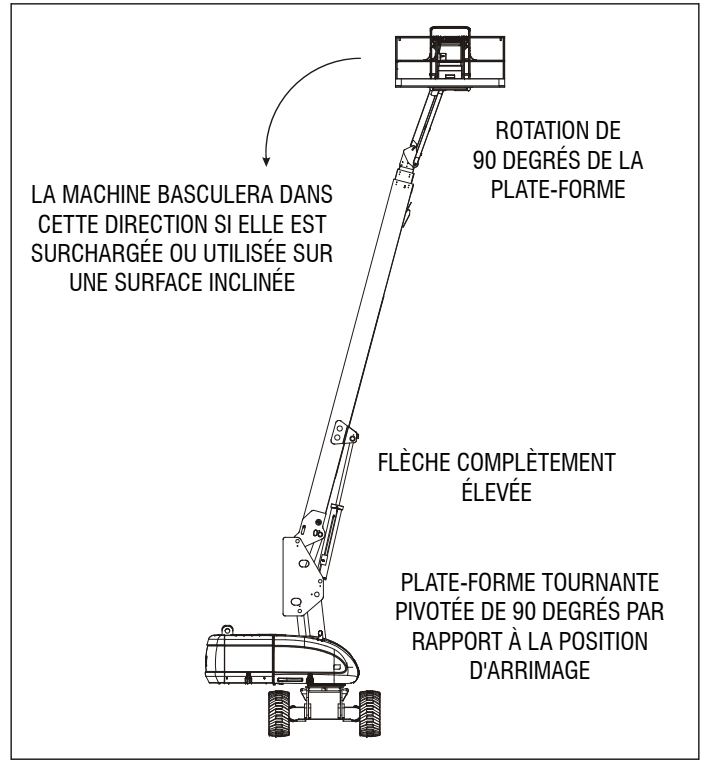
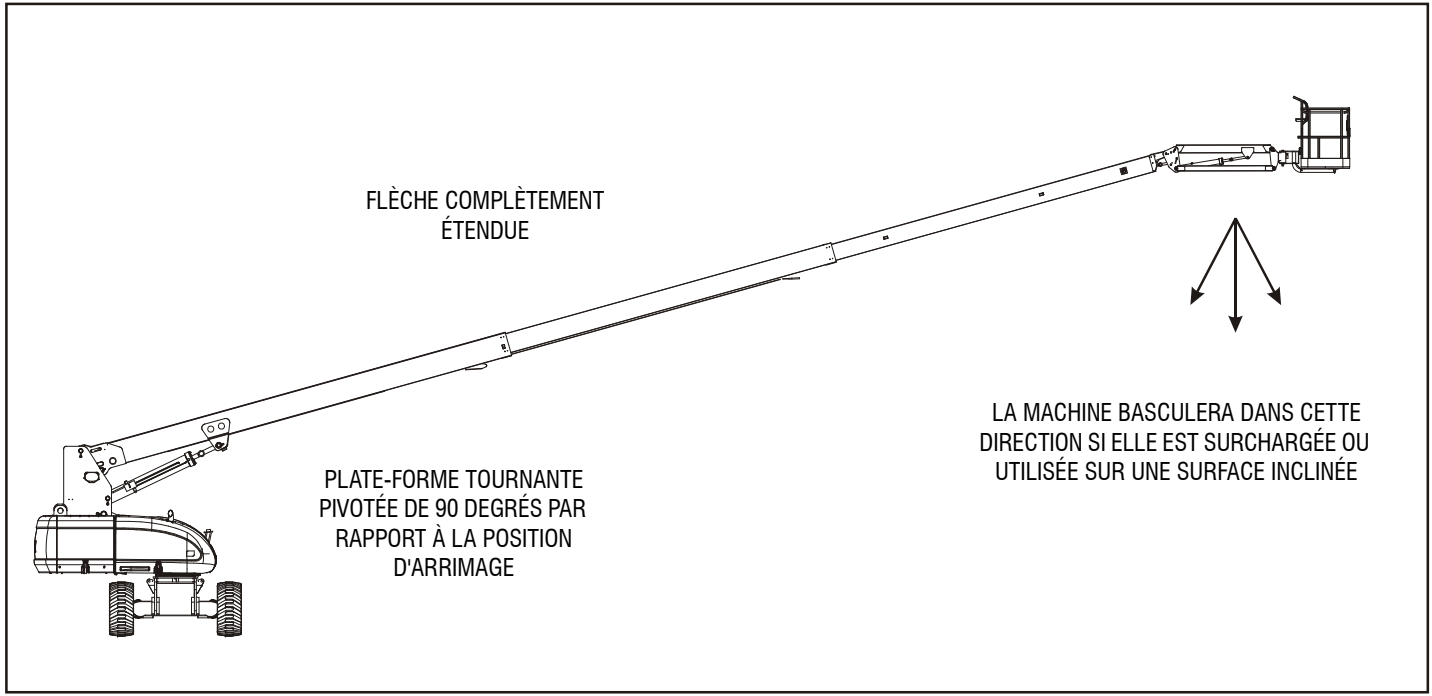

Figure 4-1. Position la moins stable vers l'arrière
Figure 4-2. Position la moins stable vers l'avant
La stabilité de la machine est basée sur deux (2) conditions, appelées stabilité VERS L'AVANT et stabilité VERS L'ARRIÈRE. La position la moins stable de la machine VERS L'AVANT est illustrée sur la (Voir Figure 4-2.) et la position la moins stable de la machine VERS L'ARRIÈRE est illustrée sur la (Voir Figure 4-1.)